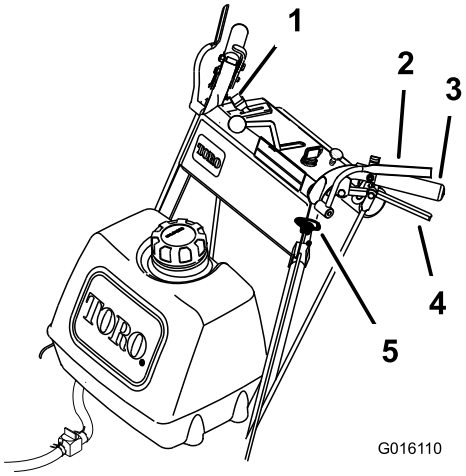

Figur 12
1. Tryk dødemandsgrebene mod håndtagene for at indkoble skæreknivene (Figur 12).
1. Skub grebet til skæreknivenes kraftudtag ned til slukket position (Figur 12).
2. Hvis dødemandsgrebet slippes, vil motoren og skæreknivene stoppe (Figur 12) med skæreknivenes kraftudtag indkoblet.